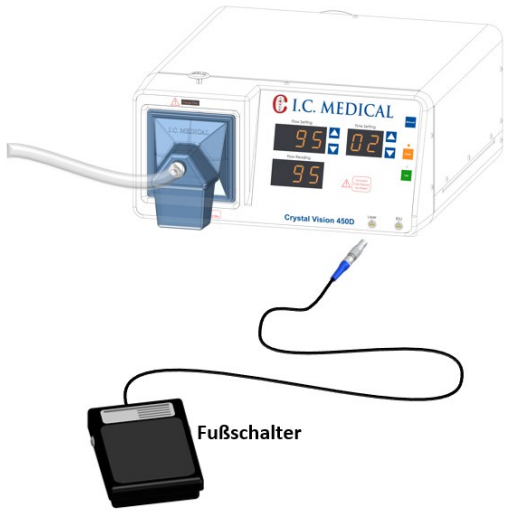

Abbildung 5: Installation des Fußschalters
1. Stecken Sie den Stecker des Fußschalters in den ESU/Laser-Port des Rauchgasabsaugers, wie in Abbildung 5 gezeigt.